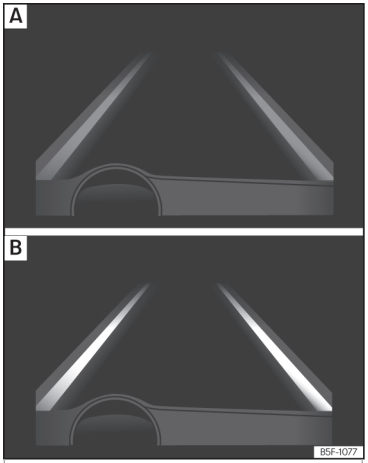
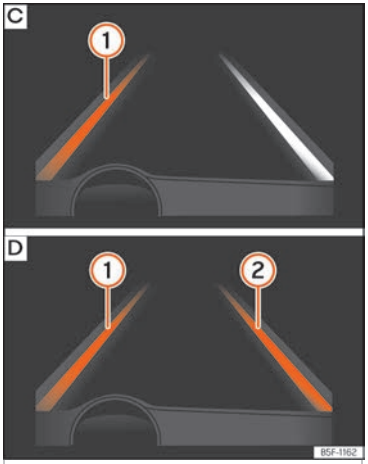

Abb. 270 Am Bildschirm des Kombi-Instruments: Bildschirmanzeige des Spurhalteassistenten (Beispiel 1).
Abb. 271 Am Bildschirm des Kombi-Instruments: Bildschirmanzeige des Spurhalteassistenten (Beispiel 2).
– **Abb. 270** A: System aktiv, aber nicht verfügbar, da die Mindestgeschwindigkeit nicht erreicht ist oder das System die Fahrbahnmarkierung nicht erkennt.
– **Abb. 270** B: System aktiv und verfügbar, beide Begrenzungslinien erkannt. In diesem Augenblick wird die Fahrtrichtung nicht korrigiert.
– **Abb. 271**››› **Abb. 270** C: System regelt; die hervorgehobene Linie 1 zeigt an, dass die Gefahr einer unabsichtlichen Überschreitung der Begrenzungslinie bestand. Das System korrigiert über die Lenkung die Fahrtrichtung.
– **Abb. 271** D: Die beiden hervorgehobenen Linien 1 und 2 leuchten gleichzeitig auf, wenn beide Begrenzungslinien erkannt sind und die Funktion adaptive Spurführung eingeschaltet ist.